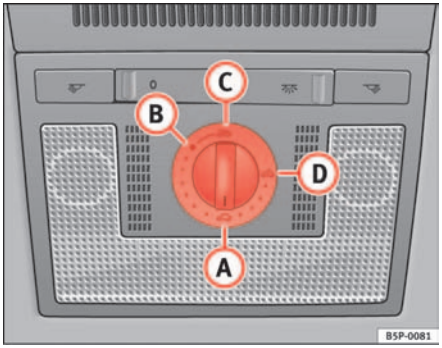

Fig. 70 Detail of the sunroof: rotary button for sliding/tilting sunroof
– Turn the rotary button to position (A) ⇒ page 108, fig. 70 ⇒ ⚠.